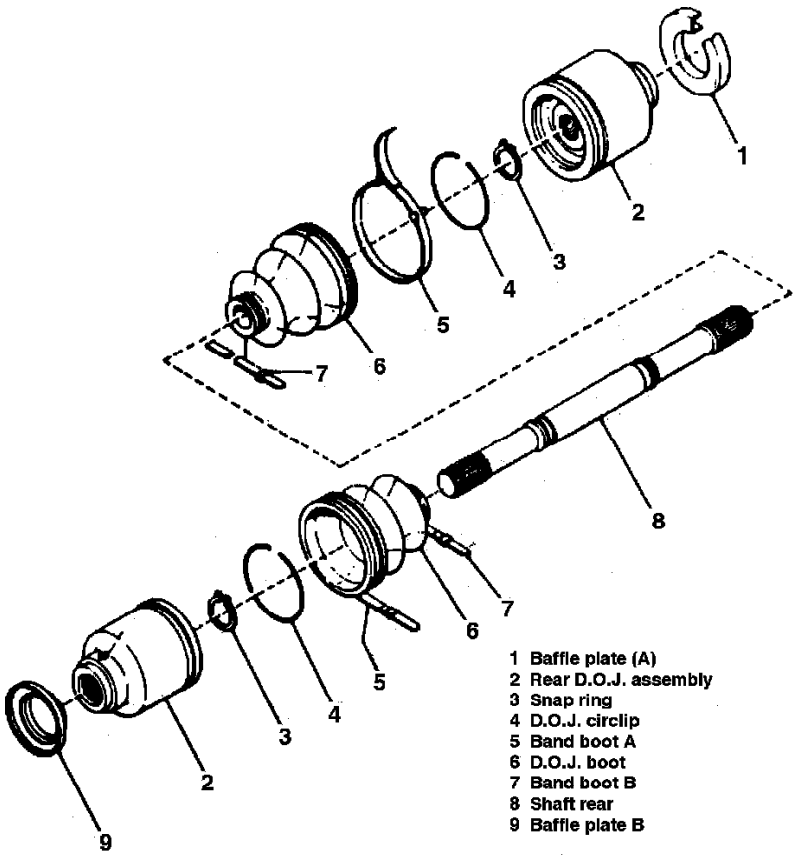

Fig. 1 Exploded View Of Rear Drive Axle
5. Using a drift and hammer, drive out spring pins at both ends of drive axle, **Fig. 1.**